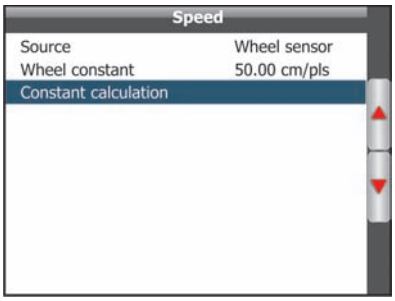

Fig. 192
- Select the item **Constant calculation** (Fig. 192) and press OK;